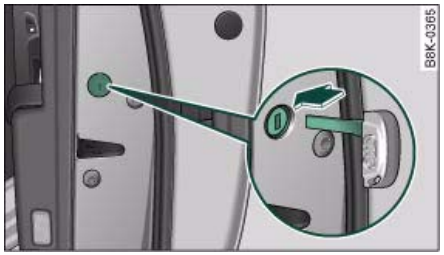

Fig. 44 Door: Locking the door manually
– Pull the cap out of the opening ⇒ fig. 44.